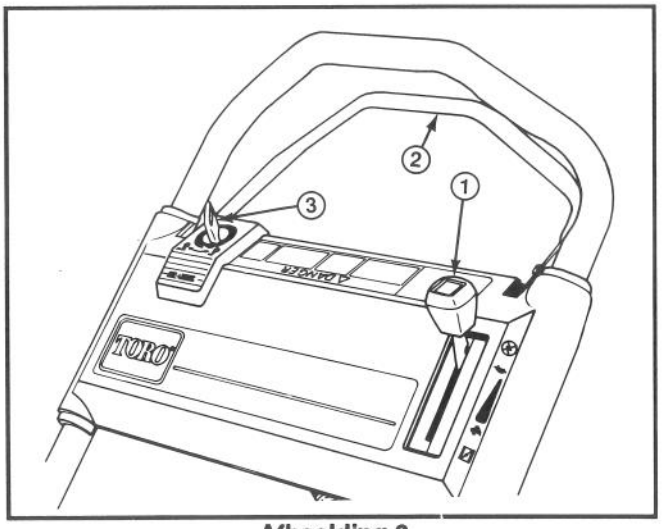
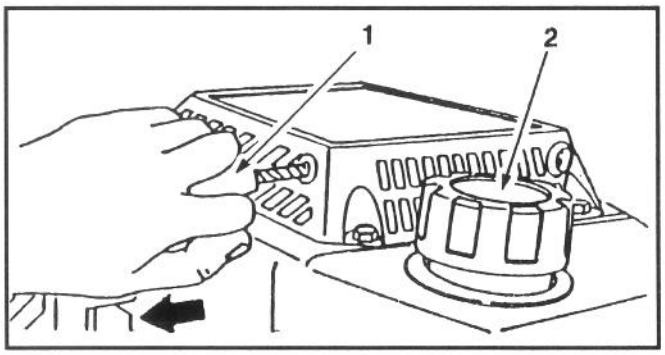
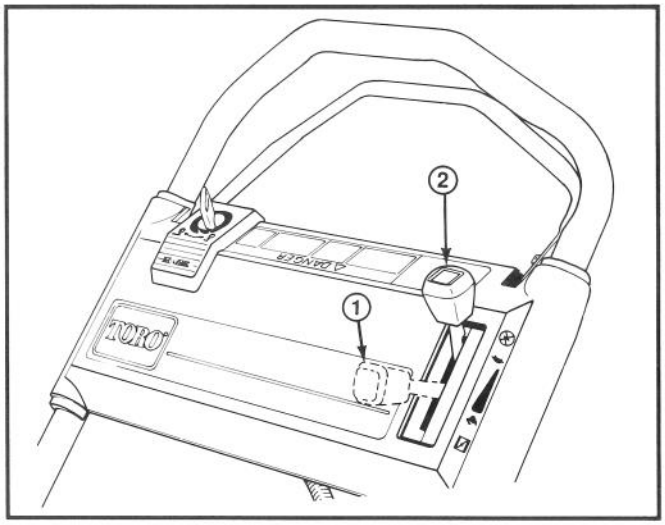

Afbeelding 8
Afbeelding 9
Afbeelding 10
BEDIENINGSSYSTEMEN—Contactsleutelschakelaar (Key-Lectric Start Modellen), gasklep en zelfaandrijvingsstang bevinden zich op de bovenste hendel (Afb. 8). Vingertop-starter bevindt zich op de motor (Afb. 9).
2. KEY-LECTRIC STARTEN—Zet de gasklep op CHOKE (Afb. 10). Draai de sleutel (Afb. 8) op START en laat los, wanneer de motor begint te draaien. Zet de gasklep op FAST of regel de motorsnelheid naar wens. Indien de accuspanning te laag is om de motor te starten, de repeteerstarter gebruiken (Afb. 9).
3. MANUEEL STARTEN—Zet de gasklep op CHOKE (Afb. 10). Trek de repeteerstarter op de motor uit tot het touw strak staat en trek vervolgens krachtig om de motor te starten. Als de motor start, de gasklep op FAST zetten of de rijsnelheid naar wens afstellen.
4. STOPPEN (Afb. 10)—Om de motor uit te schakelen, de gasklep achteruit in de ENGINE OFF stand zetten. Trek de draad uit de bougie wanneer de maaier onbewaakt wordt achtergelaten of niet wordt gebruikt.